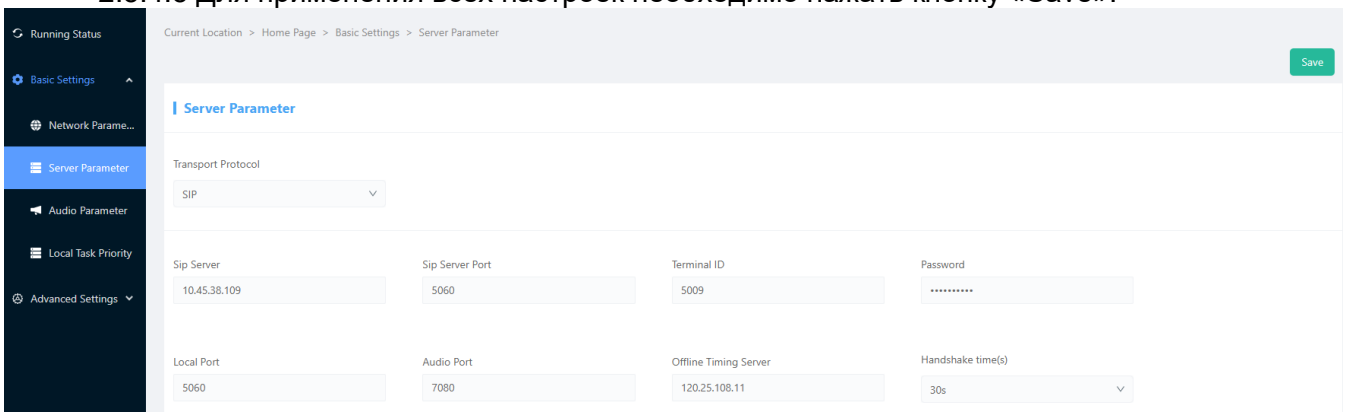

Рисунок 6 – SIP настройки
2.5.4.1 SIP-настройки включают в себя настройку SIP-сервера и SIP-аккаунта и осуществляются в меню «Basic settings / Server Parameter» (рисунок 6).